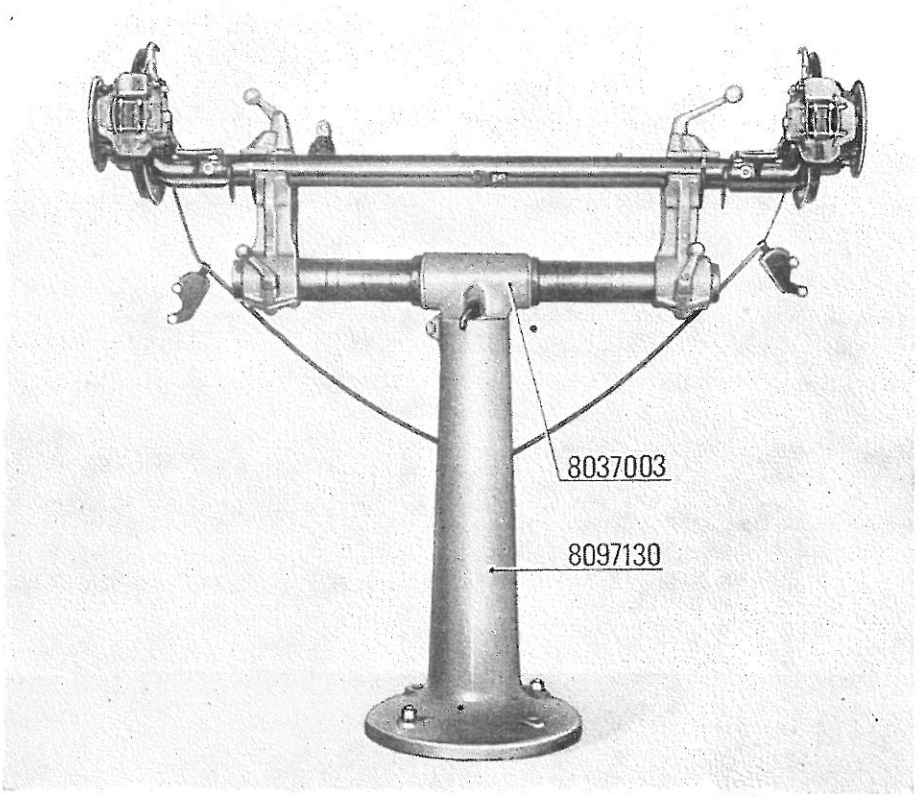

**Fig. 06 3/1 - Assale posteriore sul cavalletto**
— Montare l'assale sulla traversa 8037003 posizionata sul sostegno 8097130 o su una colonna del cavalletto 8027550 (ved. fig. 06 3/1).
— Con l'assale posizionato come sopraddetto, controllare con una squadra posizionata come in fig. 06 3/2, che il lato verticale della squadra sia a contatto del portacuscinetto, sia superiormente, sia inferiormente (campanatura nulla) (3).
— Disporre l'assale con i piani di appoggio delle balestre in posizione verticale (90° rispetto al piano di riscontro ved. fig. 06 3/3), in modo che la vite di fissaggio del raccordo a tre vie per tubazione freni sia rivolta verso l'alto.